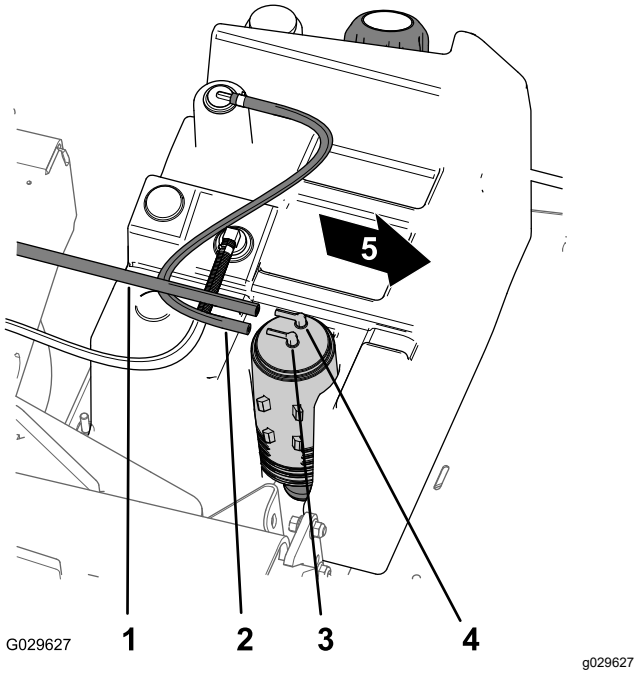

Figur 43
1. Fjern vakuumslangen fra fittingen på kulfilterbeholderen med betegnelsen Purge (Figur 43).
2. Fjern brændstoftankens slange fra fittingen på kulfilterbeholderen med betegnelsen Fuel Tank (Figur 43).
8. Monter vakuumslangen på fittingen på kulfilterbeholderen med betegnelsen Purge, og brændstoftankens slange på fittingen med betegnelsen Fuel Tank (Figur 43).